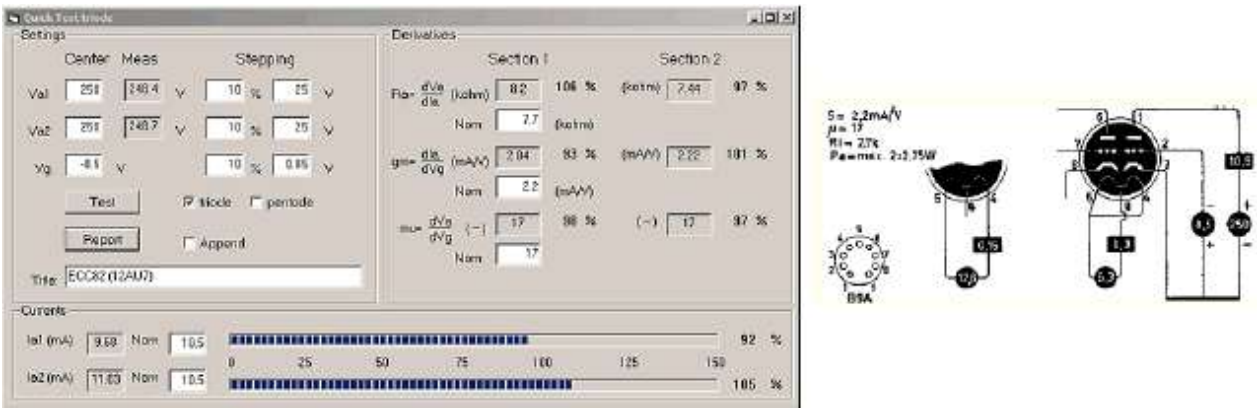

Abbildung 5.2.2 Schnelltest einer ECC82 (12AU7)Doppeltriode.
1. Der Trioden-Schnelltest wurde so konzipiert, dass beide Abschnitte in Doppel-Trioden gleichzeitig getestet werden (Abb. 5.2.2). In diesem Fall ist die Anode des zweiten Abschnitts mit dem Schirmanschluss des µTracer verbunden. Wenn einzelne Trioden getestet werden, können die Felder für die zweite Triode einfach ignoriert werden.